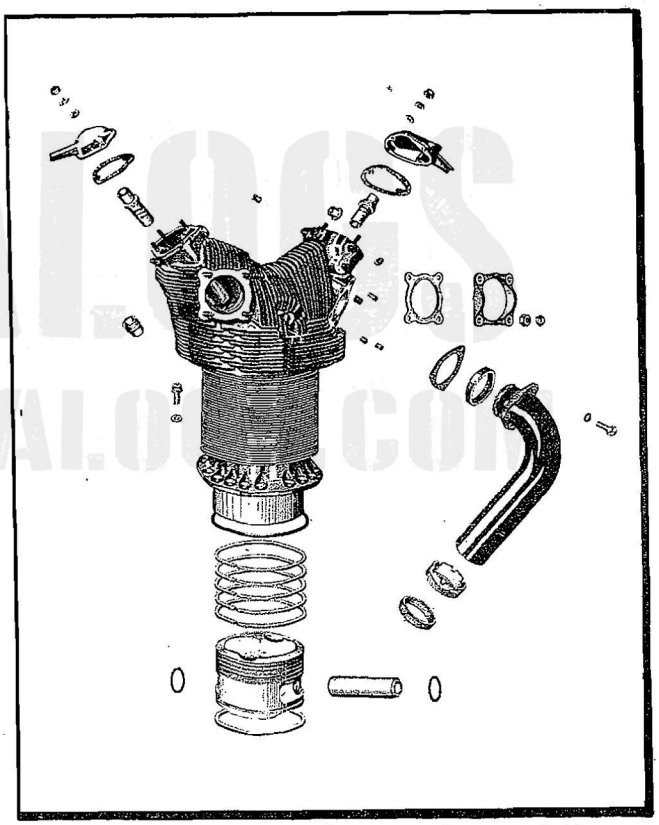

Figure 4—Cylinder, Intake Pipe, Piston and Piston Rings
a. The cylinders are built up by shrinking threaded cast aluminum alloy heads on forged steel barrels. Form-fit, ground buttress type cylinder head attaching threads are used. The exhaust port boss faces toward the rear of the engine and is provided with four studs for attachment of the exhaust stacks. The intake port boss is located at the rear of the cylinder head and faces to the right and downward. Rubber packing is used between the intake pipe flange and the cylinder head to form a tight seal. Refer to Figure 4.
a. The pistons are the full trunk type, machined from aluminum alloy forgings. Fins are machined on the inside of the skirt on the thrust and anti-thrust side. The pistons are recessed on top to provide adequate valve head clearance. Each piston employs six ring grooves, five above the piston pin bore and one below it. Refer to Figure 4. The top three grooves are slightly tapered and a wedge type ring is assembled in each. The three lower rings and grooves are of rectangular cross section. Holes drilled in the fourth and fifth grooves to the inside of the piston permit efficient circulation and control of the oil. The bottom ring is inverted so that the side marked "TOP" is toward the skirt of the piston. With its slightly larger circumference thus placed toward the top of the piston, this ring provides a pumping action to the oil and maintains a film of oil on the cylinder walls and piston.